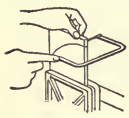

Fig. 30.
28. Use of the Coping Saw.—The coping saw is used to saw curves in small, thin stock. See Fig. 30. Coping saw blades are highly tempered and fragile, so care should be exercised in sawing. Most coping saw work is done with the wood resting horizontally on the bench and held in place with the left hand. The teeth of the blade should point towards the saw handle. When the vise is used to hold the wood, the saw teeth should point away from the handle. The saw blade is held perpendicular to the material. Slight pressure is applied, and the cut made with the entire length of the blade.